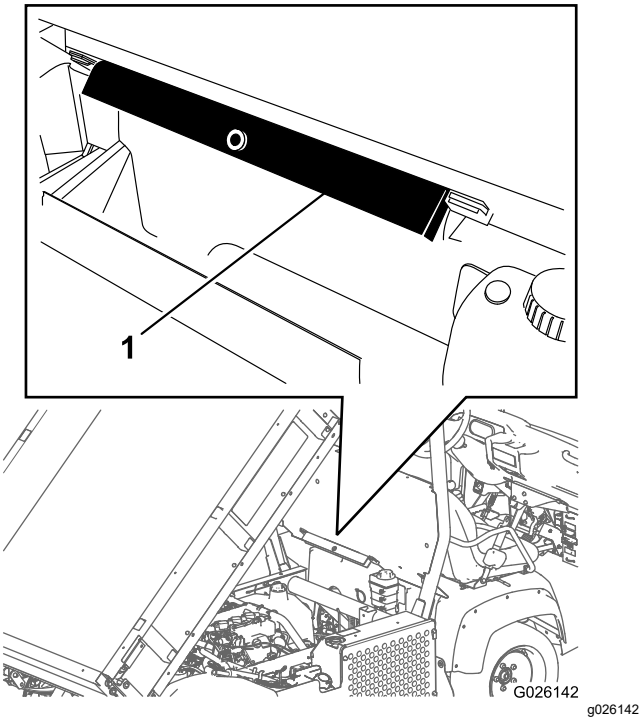

Figur 13
2. Fjern støtten til planet fra lagringsbrakettene på baksiden av veltebeskyttelsespanelet (Figur 13).